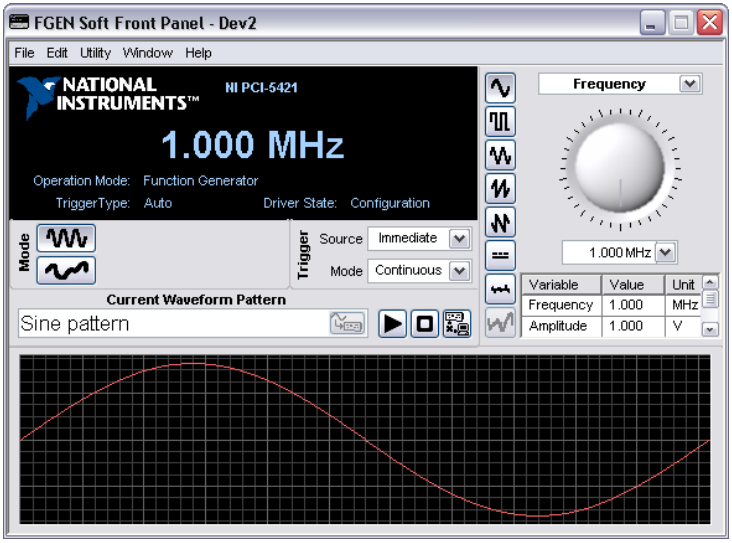

Figure 5. The FGEN Soft Front Panel
2. Verify that the device you installed appears on the FGEN SFP display, shown in Figure 5. You can choose a different signal generator by navigating to **Edit»Device Configuration** to launch the device configuration dialog box and selecting a device from the drop-down listbox.
2. Verify that the device you installed appears on the FGEN SFP display, shown in Figure 5. You can choose a different signal generator by navigating to **Edit»Device Configuration** to launch the device configuration dialog box and selecting a device from the drop-down listbox